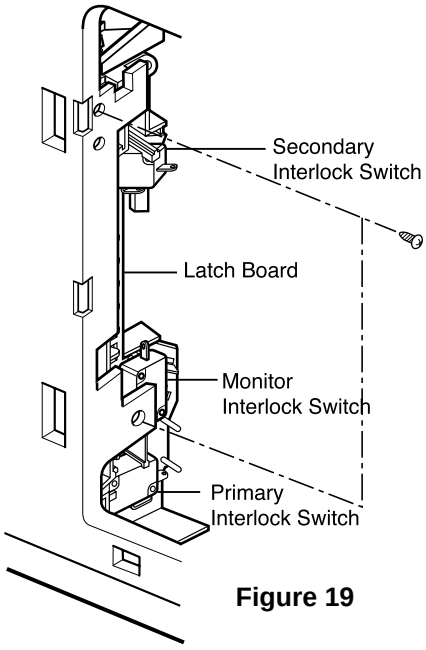

Figure 19
(1) Set the microwave oven on its side so that you can see the latch board and the switches, as shown in Figure 19.